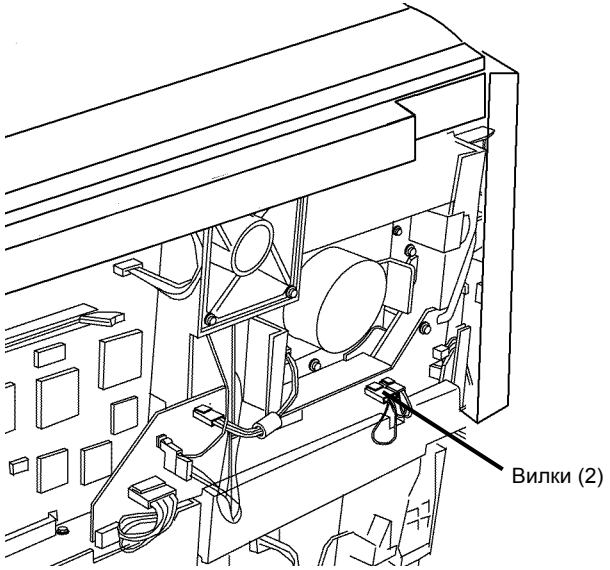

Рисунок 1 Отсоедините вилки
2. Отсоедините вилки (Рисунок 1).